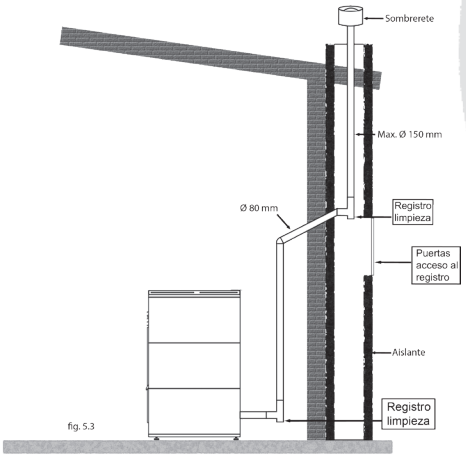
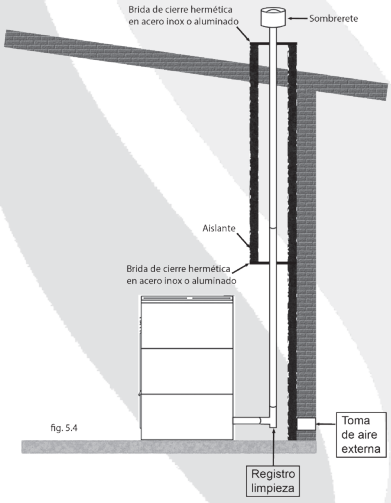

fig. 5.3
fig. 5.4
5.3.3 INSTALACIÓN EN CHIMENEAS DE TIPO TRADICIONAL (véase fig. 5.3 y fig. 5.4)